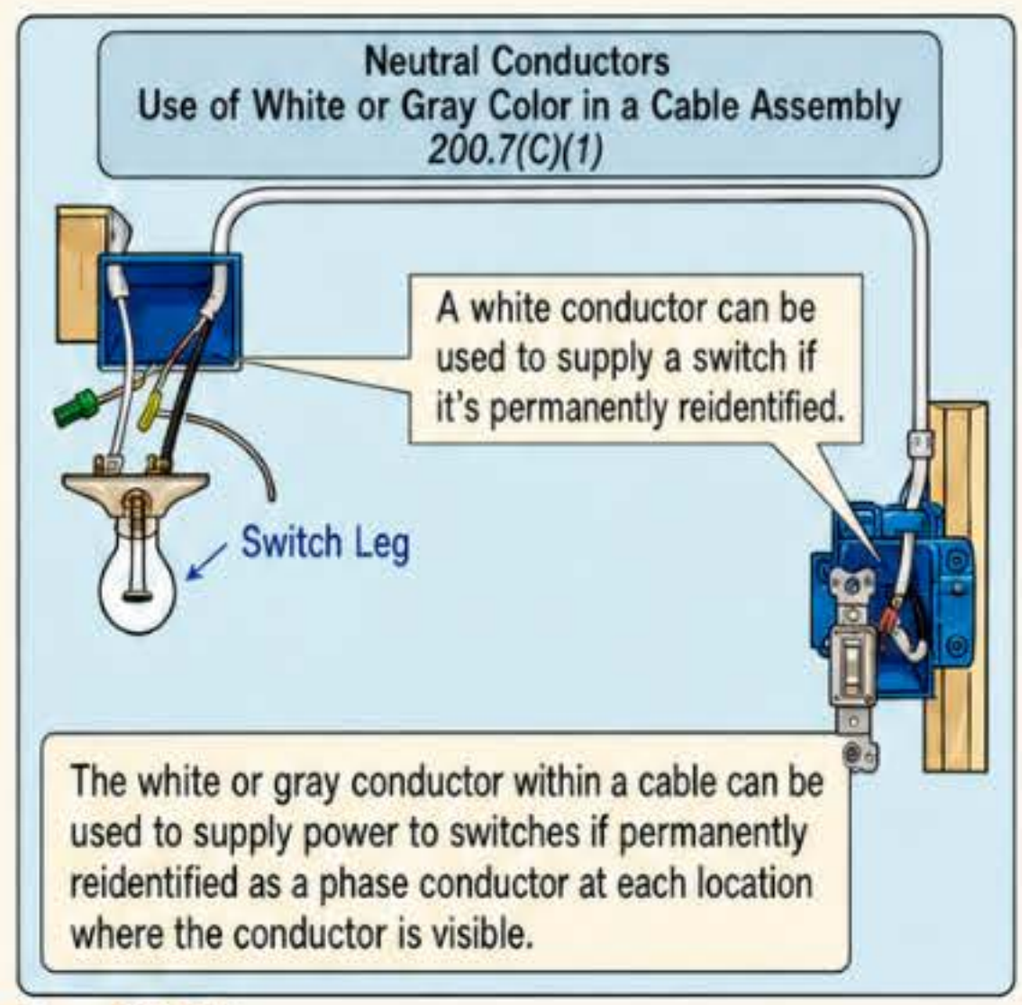

Figure 200–17
(1) Cable Assembly. *The white or gray conductor within a cable can be used for the phase conductor if the white conductor is permanently reidentified as a phase conductor by marking tape, painting, or other effective means where the conductor is visible. Identification must encircle the insulation and must be of a color other than white, or green.* ▸ *Figure 200–16*
The white or gray conductor within a cable can be used to supply power to switches if the conductor is reidentified *as a phase conductor by marking tape, painting, or other effective means where the conductor is visible.* ▸ *Figure 200–17* and ▸ *Figure 200–18*